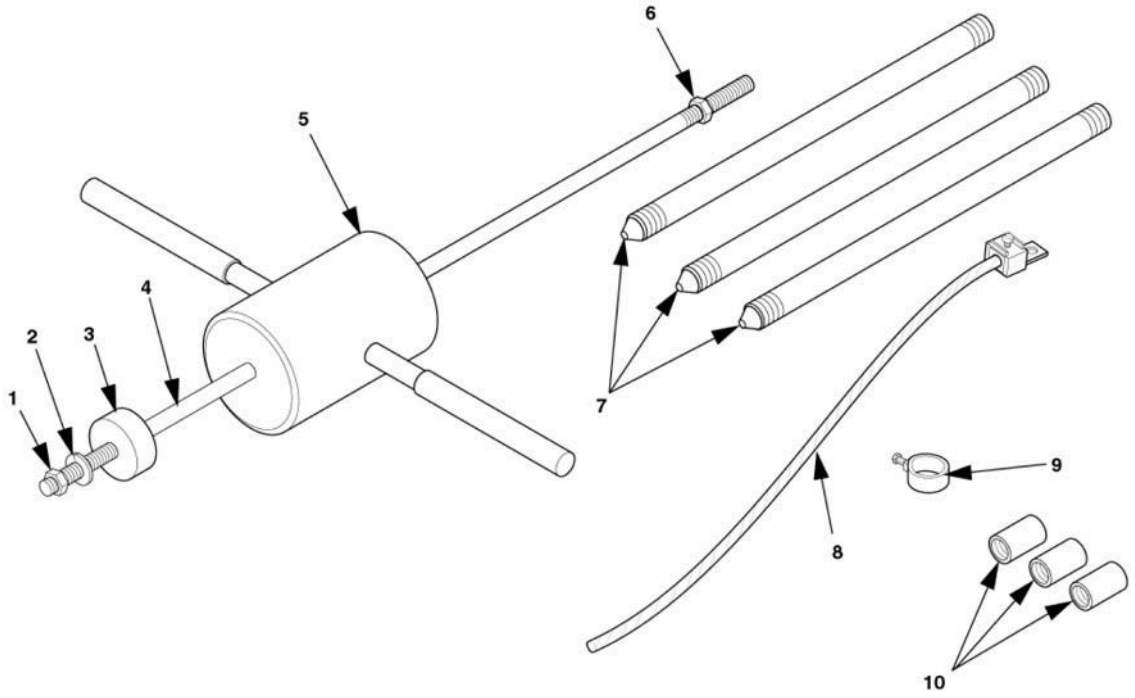

Figure 3. Ground Rod and Slide Hammer.
2. Remove ground rod, grounding strap, and slide hammer (Figure 3) from accessory storage box. Perform assembly Steps a through d.
3. Remove the container adapter (3) from the accessory storage box. If disassembled, remove all components. The components are the assembled clamp and head (5 and 6), a fuel pickup tube (7), and an extension pipe (8). The extension pipe is not needed if the external fuel source is a 5-gallon fuel can (2).
Ground the equipment in accordance with Army Field Manual FM 20-31. Typical ground rod installations are shown in Figure 3. If a ground rod is used, install and connect it as follows:
1. Remove ground rod, grounding strap, and slide hammer (Figure 3) from accessory storage box. Perform assembly Steps a through d.
a. Install impact disk (3) on rod (4). Tighten impact disk to end of threads on rod (4).
b. Install lockwasher (2) and nut (1). Tighten nut (1) and lockwasher (2) securely against impact disk (3).
c. If installed, remove nut (6).
d. Position hammer (5) on rod (4). Install nut (6) and tighten to end of threads on rod (4).
2. Connect ground rod coupling (10) to ground rod (7) and screw slide hammer into coupling (10). Make sure that slide hammer rod (4) seats on ground rod (7).
4. Remove slide hammer assembly and install another section of ground rod (7).
5. Install another coupling (10) and the slide hammer assembly. Drive ground rod down until new coupling is just above ground surface.
7. Connect clamp (9) and ground cable (8) to ground rod (7) and tighten clamp screw.
a. Remove nut (Figure 3, Item 6) from end of rod (4) and retain.
b. Remove hammer (5) from rod (4) and thread nut (6) on end of rod to prevent loss.
c. Store hammer (5) and rod (4) with assembled parts in accessory box.